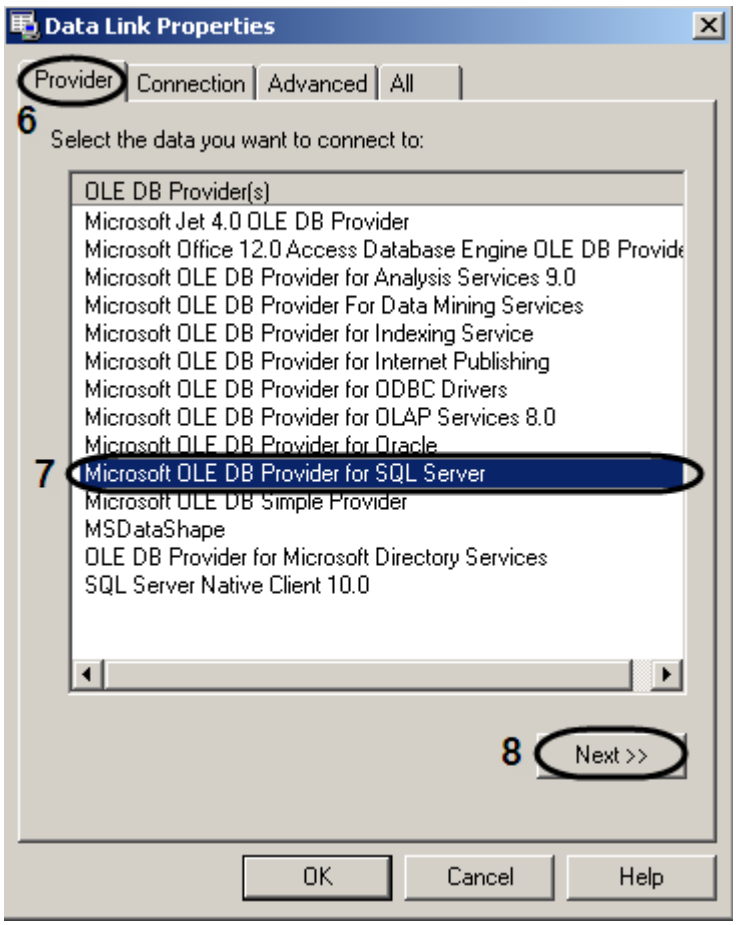

Figure 8.3-31. The Data link properties dialog box. The Provider tab
6. The **Data link properties** dialog box is displayed. Go to the **Provider** tab in the **Data link properties** dialog box (Figure 8.3-31).